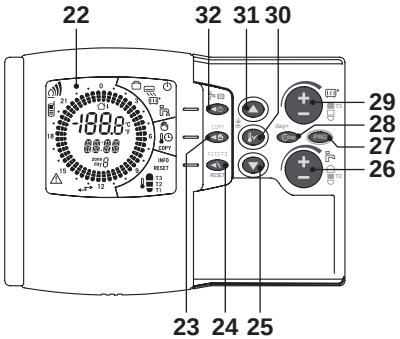
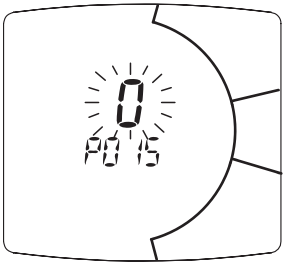
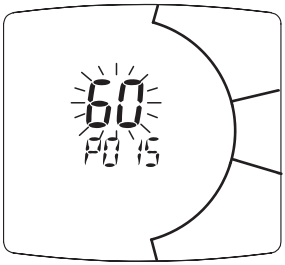

Figura 5.38
Figura 5.41
Figura 5.42
- Scorrere i vari parametri utilizzando il tasto 26 in Figura 5.38 fino a far apparire sul display LCD le lettere **P015** con sopra il relativo valore del parametro **0** che lampeggia, indicante l'entrata nel "parametro 15" (Figura 5.41).
- Modificare il SET programmato agendo sul pulsante 29 in Figura 5.38 fino a visualizzare un **set di 60**, aspettare che il numero programmato cominci a lampeggiare (Figura 5.42).